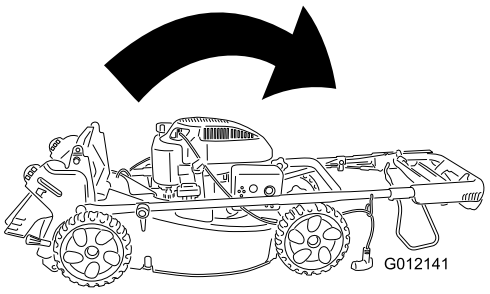

Figur 26
1. För handtaget framåt (Figur 26).